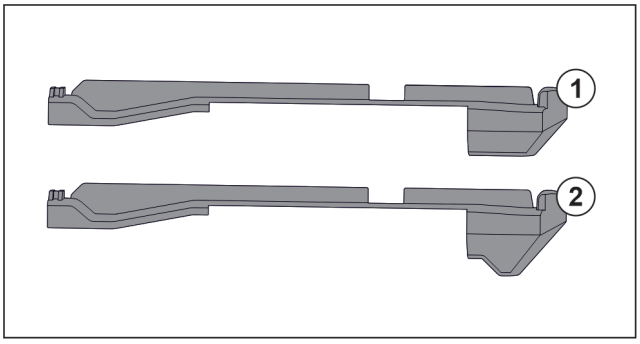

*Fig. 195 Compararea pieselor de fixare*
În aparat există două piese diferite de fixare. Piesa de fixare de deasupra sertarului de jos *Fig. 195 (2)* are o margine triunghiulară. Toate celelalte piese de fixare *Fig. 195 (1)* au o margine dreaptă.
▶ Montați piesa de fixare *Fig. 195 (2)* cu marginea triunghiulară peste sertarul de jos.
▶ Montați piesa de fixare *Fig. 195 (1)* cu marginea dreaptă la toate celelalte poziții.